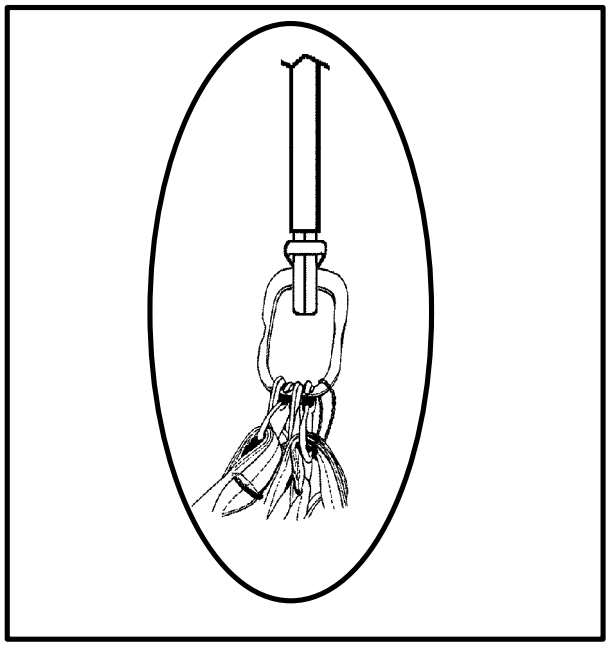

*Figure 7-13. Adding a Vertical Pendant*
**(10)** Normally the net apex fitting is directly attached to the cargo hook. If the load is a large one, the lifting legs may not be long enough to allow the hookup man to perform a safe hookup to the aircraft. If you cannot lift the apex fitting at least 6 feet above the top of the load, add a reach or vertical pendant (Figure 7-13). Remember, the capacity of the vertical pendant must be greater than the weight of the load.